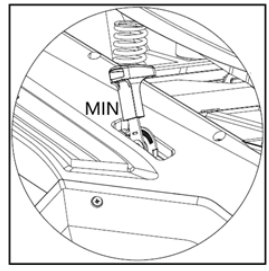

Рис. 35
- Переведите рычаг дроссельной заслонки в положение минимальных оборотов (рис. 35)